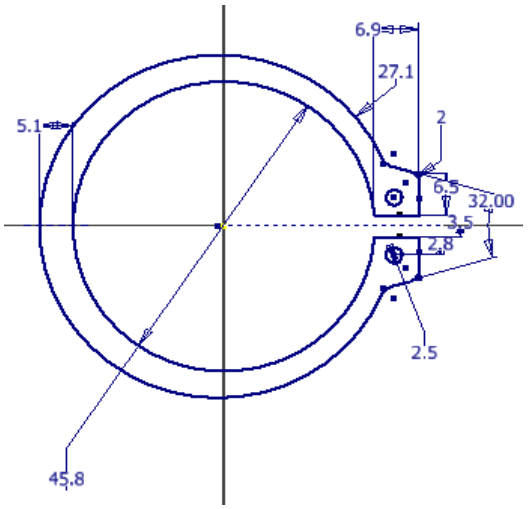

Figure 17-39 Dimensions for circlip
2. Draw the profile for creating a circlip and then apply dimensions to it, as shown in Figure 17-39.